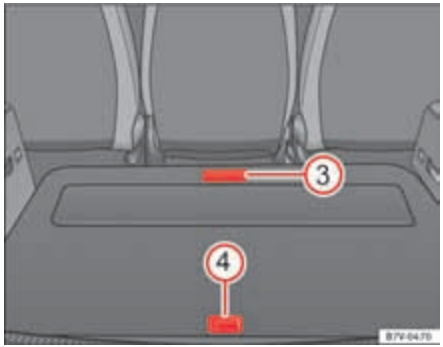

Fig. 121 Other compartments in the luggage compartment floor
Open the front compartment ⇒ fig. 121 (3):	▷ Pull the front of the luggage compartment floor back using the handle.
Open the rear compartment ⇒ fig. 121 (4):	▷ Lift the rear of the luggage compartment floor using the handle.